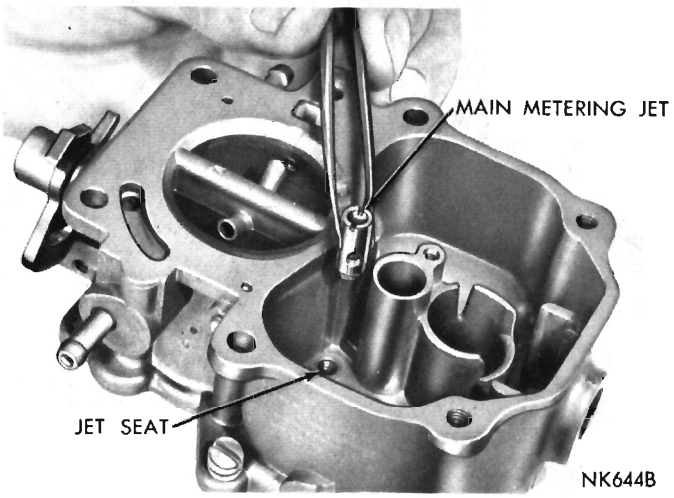

Fig. 5—Removing or Installing Main Metering Jet
(12) Remove main metering jet (Fig. 5).
(6) Install main metering jet (Fig. 5). Tighten securely.